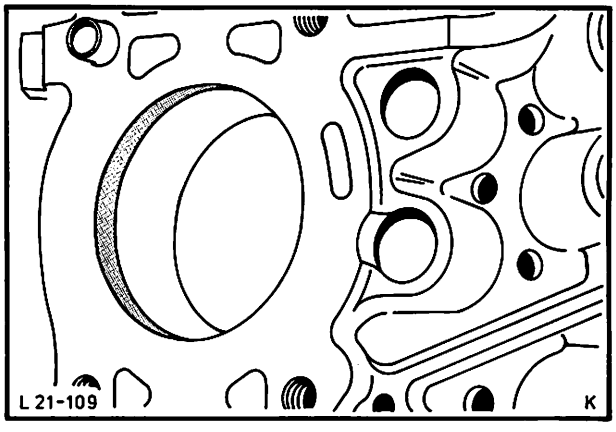

Abb. 145 Ölkohlekranz entfernen
16. Ölkohlekranz am oberen Zylinderrand mit einem Schaber entfernen, dabei nicht die Kolbenringlaufzone berühren, Abb. 145.